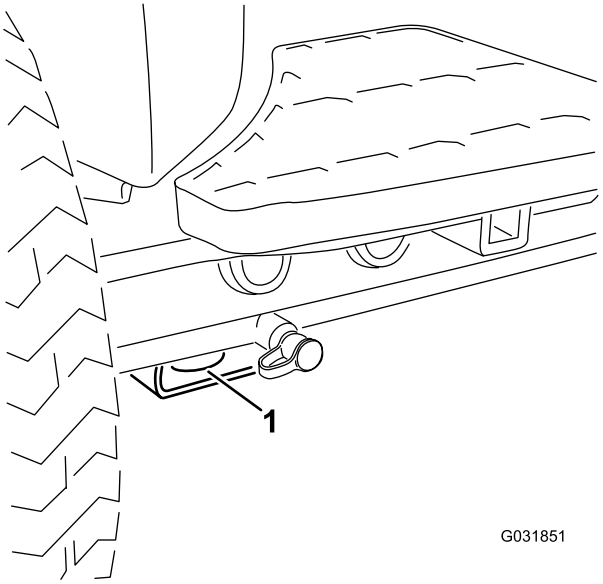
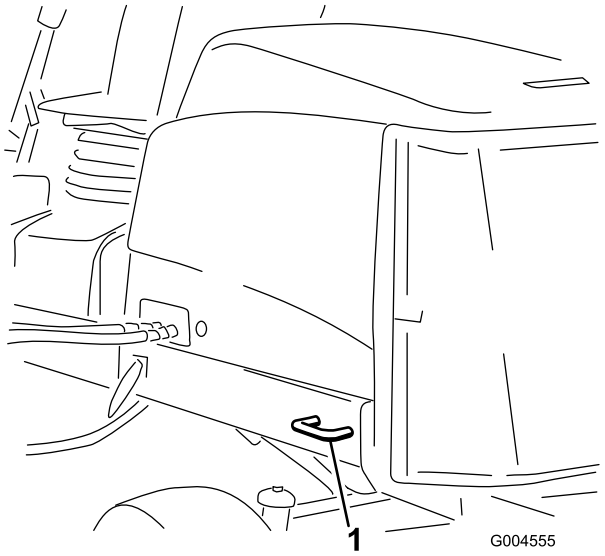

Figuur 38
Figuur 39
5. Gebruik de metalen bevestigingspunten op de machine om de machine goed te bevestigen op de aanhangwagen of de vrachtwagen met banden, kettingen, kabels of touwen (Figuur 38 en Figuur 39).
- Voor – de opening in het rechthoekige blok, onder de asbuis, aan de binnenzijde van beide voorwielen (Figuur 38)
- Achter – Beide zijden van het achterframe van de machine (Figuur 39)